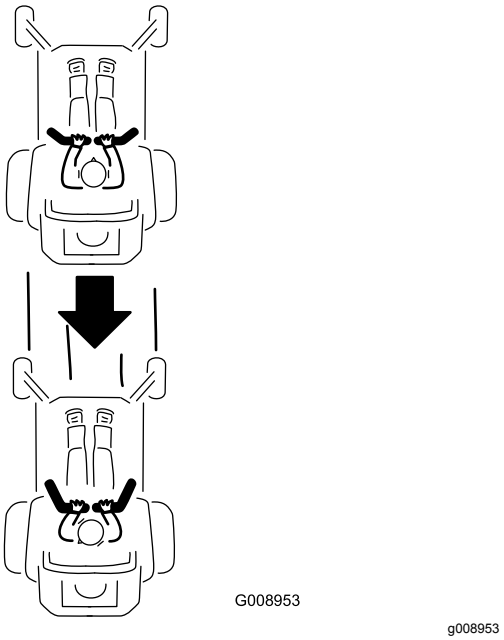

Figur 24
2. Bak ved langsomt at trække bevægelseshåndtagene bagud (Figur 24).